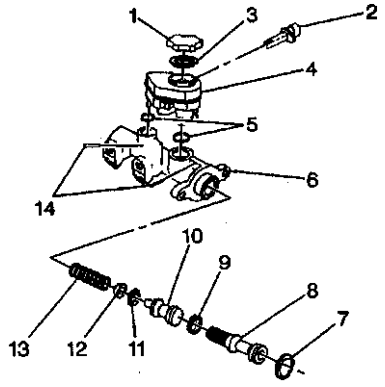

图5－1　双缸制动主缸的装拆
(1) 主缸的拆装：断开制动管路以免损坏传感器电气接头，卸下主缸的安装螺母。将主缸卸下后，放去储液罐内的制动液。安装时，主缸安装螺母的拧紧力矩为25N·m。
(2) 主缸的分解和装配：主缸的分解见图5－1。将主缸固定后，先压下第一活塞8，卸下卡环7，但不可损坏第一活塞、缸壁和卡环槽。将压缩空气通入主缸背部的第二活塞出油口，并将第一活塞的出油口堵住，卸下第一活塞、第二活塞10、弹簧13和弹簧座12。从第二活塞上卸下密封垫9和弹簧座12。注意不可移动或拆卸弹簧13和第二活塞之间的固定螺钉，该螺钉的位置在出厂时已调整好，任何改变都可能对主缸的制动性能产生不良影响。
拆卸驾驶员座一侧仪表板的绝缘体和制动灯开关及线束。在制动踏板上卸下制动踏板推杆固定夹，断开驻车制动指示灯。松开车身控制模块(BCM)，卸下制动踏板螺母2、螺栓1、制动踏板4和衬套3，见图5－2。